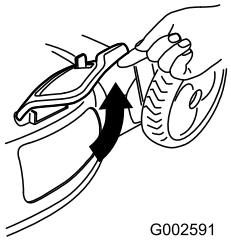

Figuur 27
2. Zet het deurtje van de zijafvoer open (Figuur 27).